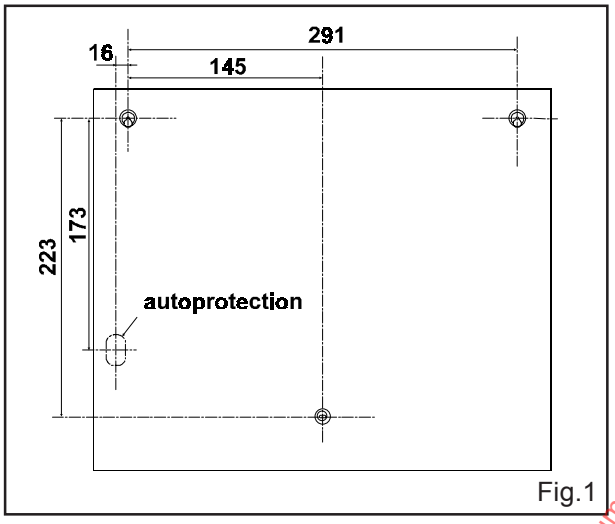

Fig.1
- Percer 4 trous Ø 5 en respectant les cotes (fig.1).